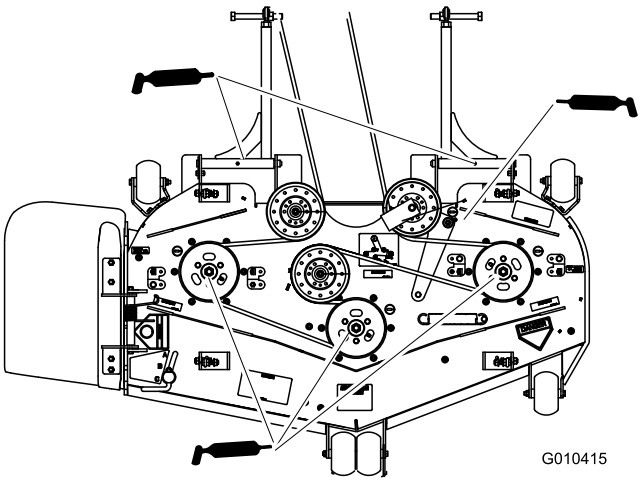

Figuur 40
6. Smeer de drie aslagers totdat er vet bij de onderste afdichtingen naar buiten komt (Figuur 40).
7. Pomp vet in de arm van de spanpoelie op het maaidek (Figuur 40).
8. Pomp vet in de smeernippels op de duwarmen (Figuur 40).